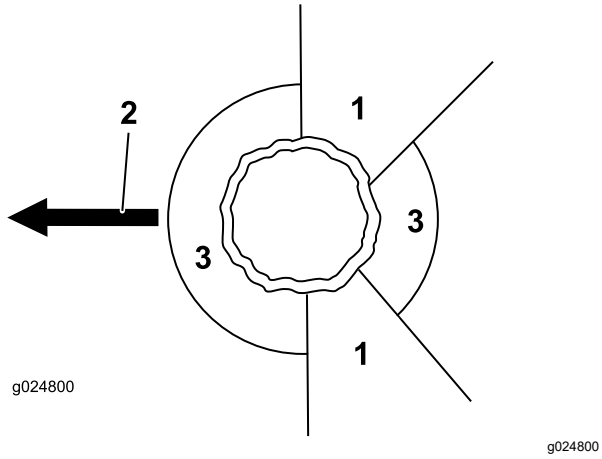

Figur 15
2. Find en klar, sikker retræterute væk fra fareområdet. Se Figur 15.